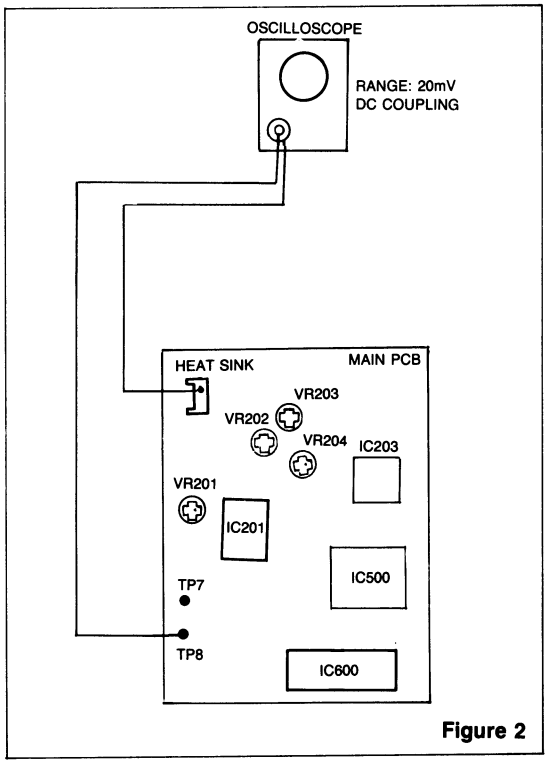

Figure 2
2) Adjusting procedure (Figure 2)